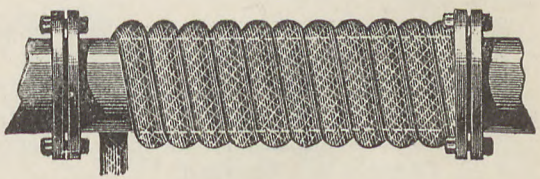

Fig. 208.
W. Berkefeld in Celle und die Firma A. Haacke & Co. in London brachten im Jahre 1883 ein ganz neues Isoliermaterial eigener Erfindung, die aus starkem Jutegarn oder unverbrennbarem Asbestgarn in Schnurform gewebten und mit roher Kieselgur oder mit Korkmehl gefüllten Isolierschläuche auf den Markt. Diese zum Isolieren von Leitungen aller Art sehr tauglichen Schläuche bieten den Vorteil, daß sie von jedermann schnell und einfach anzubringen sind und nicht durch starke Vibrationen oder Stöße beeinträchtigt werden können, Fig. 208.